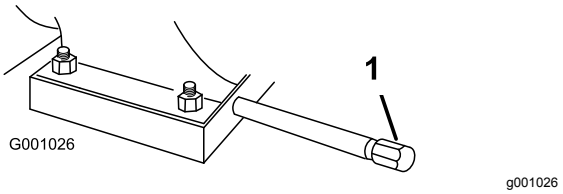

Figur 41
1. Rengør området omkring olieaftapningshætten (Figur 41).